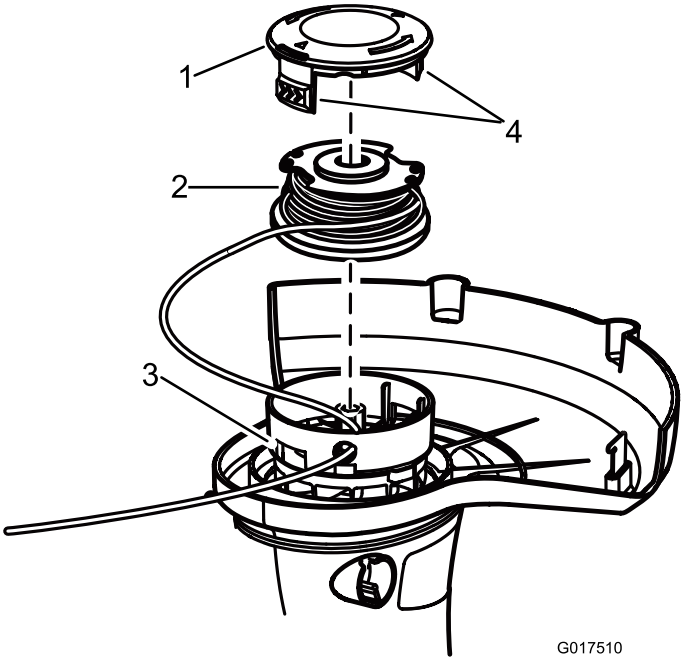

Figure 12
2. Appuyez sur les languettes de chaque côté du chapeau de fixation de la bobine (Figure 12).
2. Retirez la bobine. Voir Remplacement de la bobine (Figure 12).